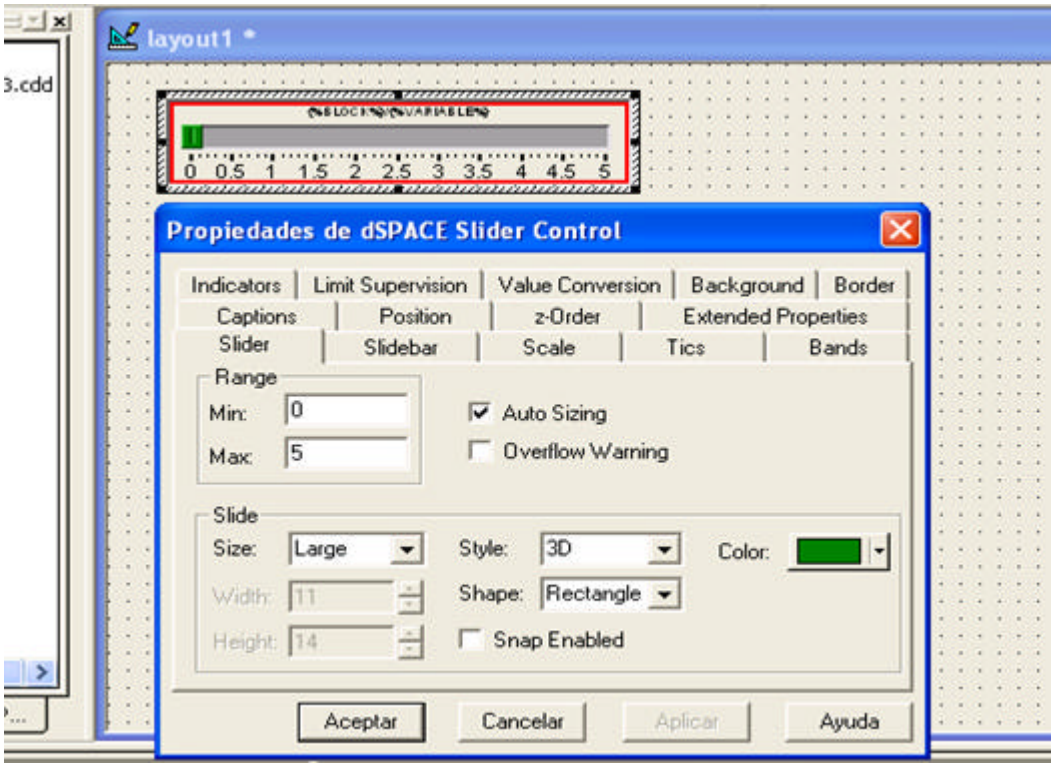

Figura 2.12: Ventana de ajuste de parámetros de control del "Slider"
- Si decidimos utilizar amplificaciones entre 0 y 5, haga doble *click* en el control deslizante seleccione la pestaña "Deslizador" (*Slider Tab*) y ajuste el rango mínimo y máximo como se muestra en la figura 2.12.